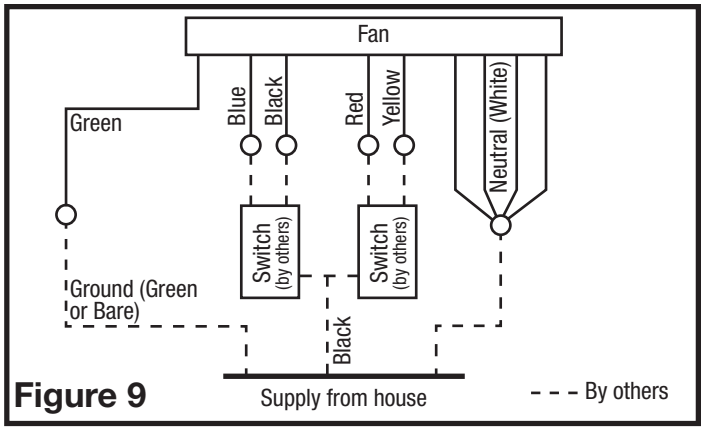

Figure 9
3. Connect the white wire from the house to the four white wires from the fan. Connect one hot (black) wire from the wall switch to the black wire from the fan (this is the fan control). Connect second hot (red) wire from the wall switch to the red wire from the fan (this is the heat control). Connect the third hot (blue) wire from the wall switch to the blue wire from the fan (this is the main light control). Connect the fourth hot (yellow) wire from the wall switch to the yellow wire from the fan (this is the night light control). Connect the ground wire from the house to the green wire from the fan **(Figure 9)**. Use approved methods for all connections.